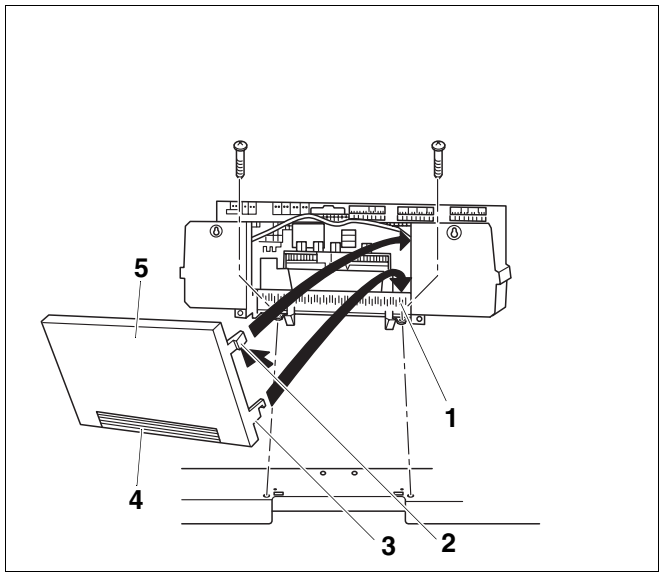

Afb. 82 Rugwand van het regeltoestel bevestigen
Indien nodig kan u het uitbreekdeel (afb. 82, **pos. 4**) van de rugwand (afb. 82, **pos. 5**) van het regeltoestel uitbreken of uitsnijden.
– Hang de beide onderste haakjes (afb. 82, **pos. 3**) rechts en links aan de rugwand (afb. 82, **pos. 5**) met de sleuf in de bovenste kant van het klemmenframe (afb. 82, **pos. 1**).
– Druk de beide bovenste elastische inschuifhaakjes (afb. 82, **pos. 2**) lichtjes naar binnen (pijl) en plaats de rugwand (afb. 82, **pos. 5**) zo, dat de beide haakjes vastklikken.